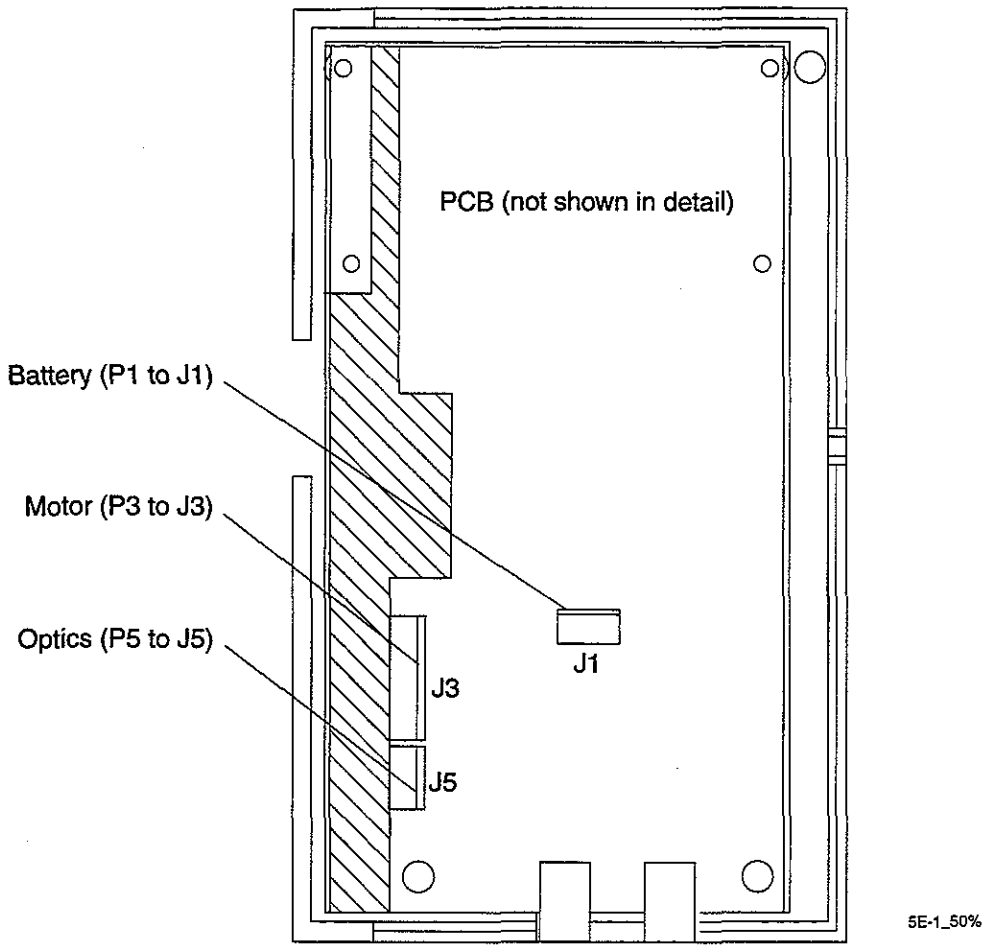

Figure 7-1. PCB Connections
3. Lift the back case and remove the battery pin P1 from PCB connector J1 (refer to *Figure 7-1. PCB Connections*).
2. Remove the motor pin P3 and the optics pin P5 from the PCB connections J3 and J5 (refer to *Figure 7-1. PCB Connections*).